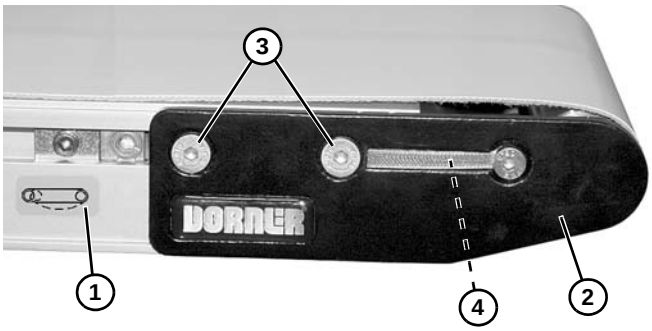

Abbildung 54
1. Auf der Spannseite des Förderbands, mit einem Etikett gekennzeichnet **(Abbildung 54, Teil 1)**, die Kopfplattenbaugruppe **(Abbildung 54, Teil 2)** einstellen: Auf beiden Seiten des Förderbands Befestigungsschrauben **(Abbildung 54, Teil 3)** lösen und Zahnradgetriebe **(Abbildung 54, Teil 4)** drehen, um die Kopfplattenbaugruppe einzustellen.
3. Wenn die Spannung richtig eingestellt ist, die Befestigungsschrauben **(Abbildung 54, Teil 3)** auf beiden Seiten des Förderbands auf 7 Nm festziehen.